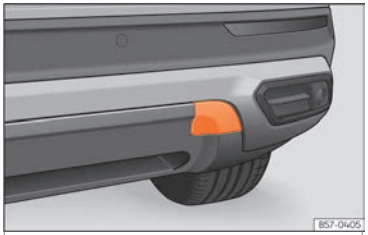

Fig. 47 On the right side of the rear bumper: remove the cover.
The housing of the screw towing eye is on the right side of the rear bumper behind a lid ››› Fig. 47.
- Press the upper side of the lid ››› Fig. 47 to unclip it.